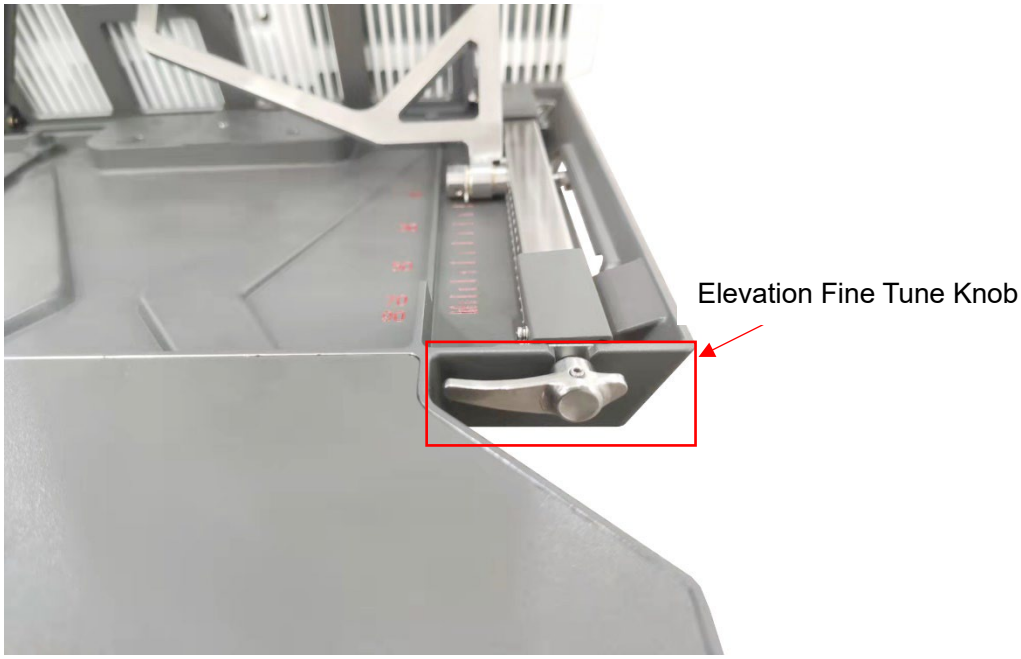

Figure 5-19 Elevation Fine Tune Knob
6. Elevation fine tune: According to the satellite signal quality, rotate the elevation fine tune knob, as shown in Figure 5-19.